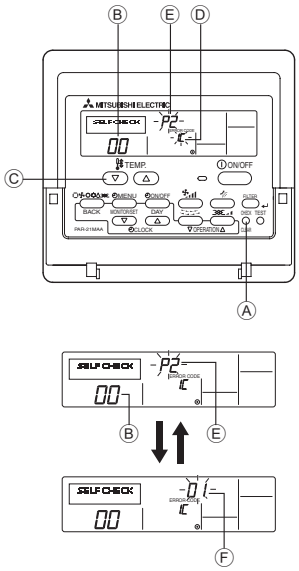

Fig. 7-3
7.3.1. Pour la télécommande filaire (Fig. 7-3)
① Mettre sous tension.
② Appuyer deux fois sur la touche [CHECK] (vérification).
③ Régler l’adresse du réfrigérant à l’aide de la touche [TEMP] lors de l’utilisation de la télécommande du système.
④ Appuyer sur la touche [ON/OFF] (marche/arrêt) pour arrêter l’auto-vérification.